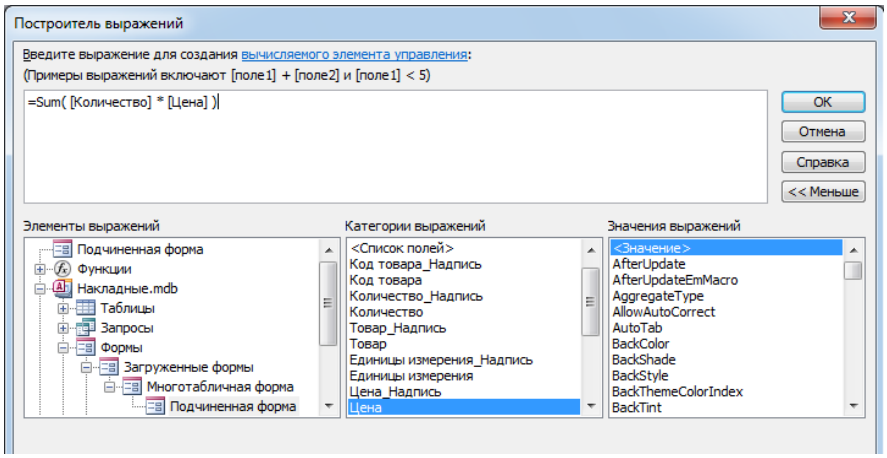

Рис. 3.37. Формула
5. Вводится формула. Для этого в окне *Свойства* активизируется вкладка *Данные* и в строке *Данные* нажимается кнопка . На экране отобразится окно *Построителя выражений* (рис. 3.37).
7. Двойным щелчком мыши поля *Цена* и *Количество* добавляются в формулу (рис. 3.37). Записывается формула, где *Sum* – функция, позволяющая суммировать значения полей.